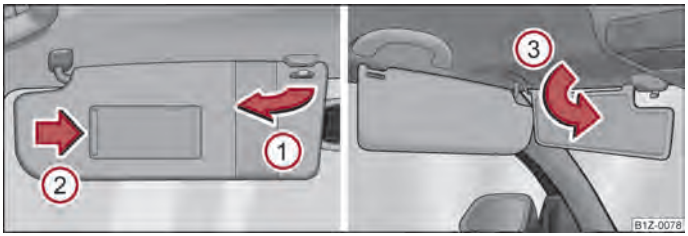

Fig. 35 Sun visor: Swivelling out/double sun visor
You can pull the sun visor for the driver or front passenger out of the fixture and swivel it toward the door in the direction of the arrow ① ⇒ fig. 35.